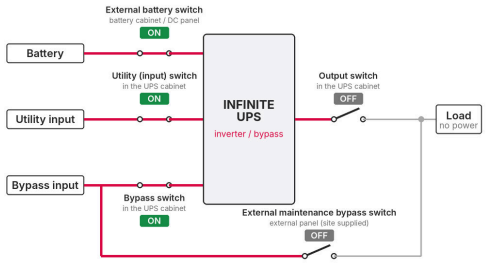

FIGURE 6-1 Step 2: bypass, utility and battery switches ON, output switch OFF
2. Close the **bypass switch**, the **utility (input) switch** and the **external battery switch**, in this order (Figure 6-1). The touchscreen starts and the UPS feeds its output terminals through the bypass. The output switch stays OFF.